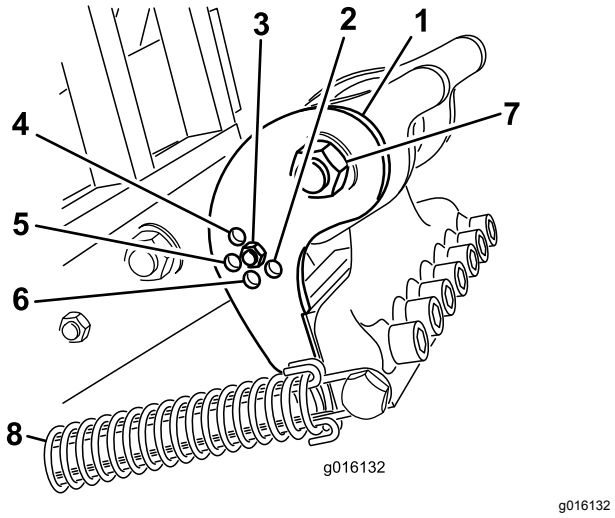

**Figur 38**
Velg stilling for skråstillingsbraketten (Figur 38) etter ønsket pipelengde. Stoppehodet er satt til 1 av 5 forhåndsbestemte stillinger ved å velge hullet der du bolter justeringsstangen. Disse hullene er kun forhåndsinnstilte. Dvs. at du kan oppnå en jevnere overflate ved å bruke en 25,4 cm lang pipe i en stilling på 30,5 cm, avhengig av bruksområdet.
3. Løsne fjærspenningen ved pipehodet (Figur 38).
4. Fjern mutteren og bolten ved justeringshullene i skråstillingsbraketten (Figur 38).